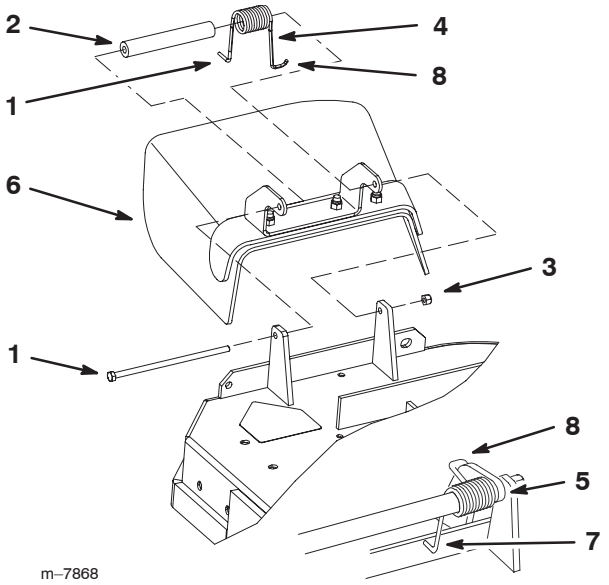

Figure 62
6. Ensure that there is downward spring force on deflector (Fig. 62).
7. Tighten the bolt and locknut until they lightly contact the pivot brackets (Fig. 62).
1. Remove the locknut, bolt, spring and spacer holding the deflector to the pivot brackets (Fig. 62). Remove damaged or worn grass deflector.
Note: Make sure the **L** end of spring is installed behind deck edge before installing the bolt as shown in figure 62.
3. Install bolt and nut. Place the **J** hook end of spring around grass deflector (Fig. 62).